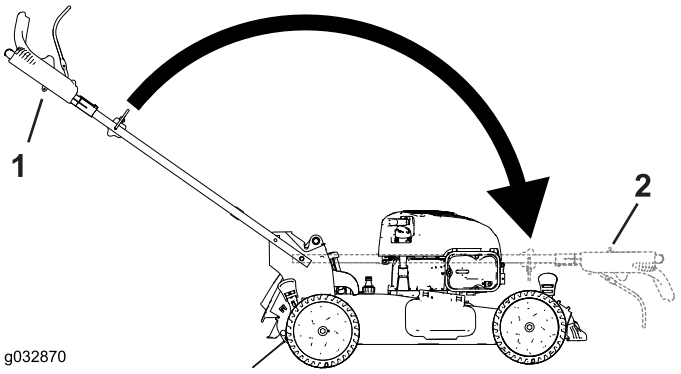

Figur 28
2. Fäll ned handtaget genom att vrida det framåt (Figur 28).